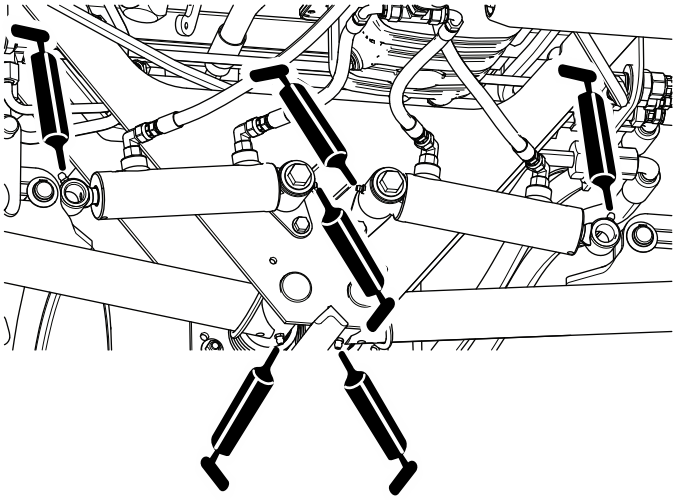

**Figur 50**
- Bakre lyftarmstappar och lyftcylindrar (4 av varje), se Figur 50.